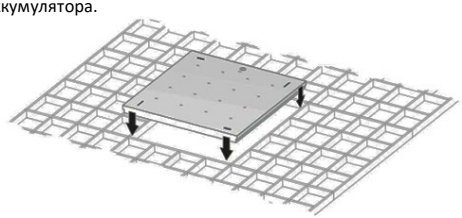

Рисунок 8 — Установка светильника Geniled серии Грильято на подвесную конструкцию.
5.4.6. Установите светильник Geniled на монтируемое место (Рисунок 8 — для потолка типа «Грильято», Рисунок 9 — для потолка типа «Ecophon»). Следите за тем, чтобы кабель не оказался зажат между элементами конструкции потолка и светильника. Убедитесь, что светильник надежно закреплен на потолке.